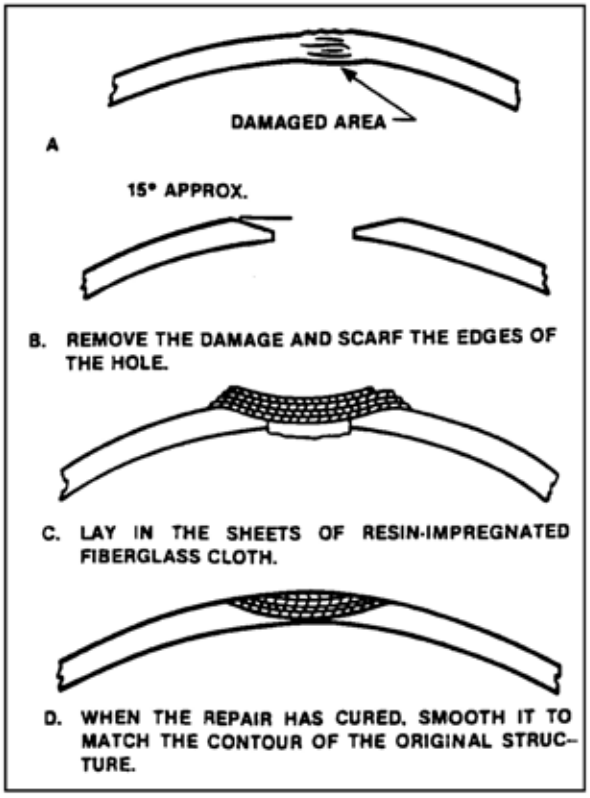

FIGURE 3-5. Scarfed repair to a nonstructural laminated fiberglass component.
(3) Make a sandwich by laying a second layer of peel ply over the patch before cutting it to the required size and shape. Sandwiching will prevent the patch from raveling when cut. Brush a good coat of resin over the scarfed area. Remove one piece of peel ply from the first patch and lay the patch in place. Work all of the air out of the resin and remove the top peel ply. Cut the next larger patch so it will overlap the first patch by at least one-half inch. Remove one piece of peel ply from this patch and center the patch over the first one. Work all of the air out of the resin. Continue laying in patches, each overlapping the one below it by at least one-half inch, until you have the required number of layers (see figures 3-5 and 3-6) plus an extra ply to restore original strength to the repaired area.